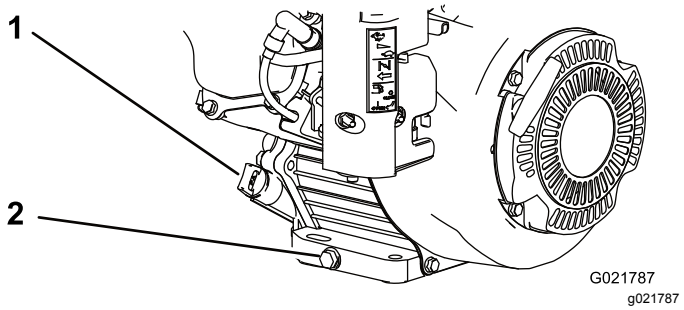

Рисунок 21
4. Снимите сливную пробку (Рисунок 21).